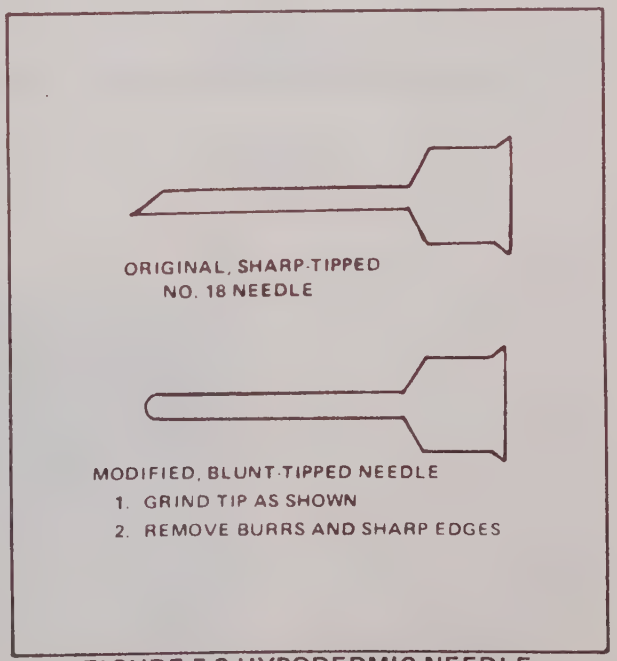

**FIGURE 5-8 HYPODERMIC NEEDLE MODIFICATION**
5. Modify No. 18 hypodermic needle per Figure 5-8.